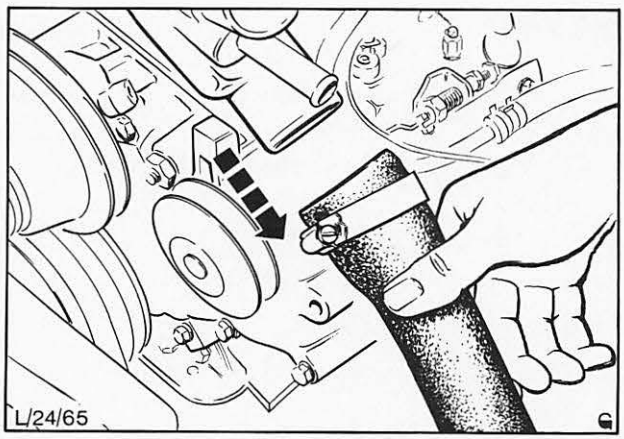

Abb. 46 Unteren Schlauch von Wasserpumpe lösen
5. Unteren Schlauch von Wasserpumpe lösen, Abb. 46.